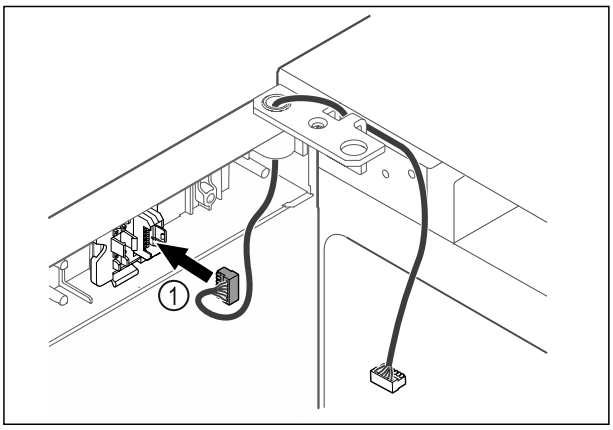

Fig. 37
▶ Introduceți fișa *Fig. 37 (1)* în suportul fișei.